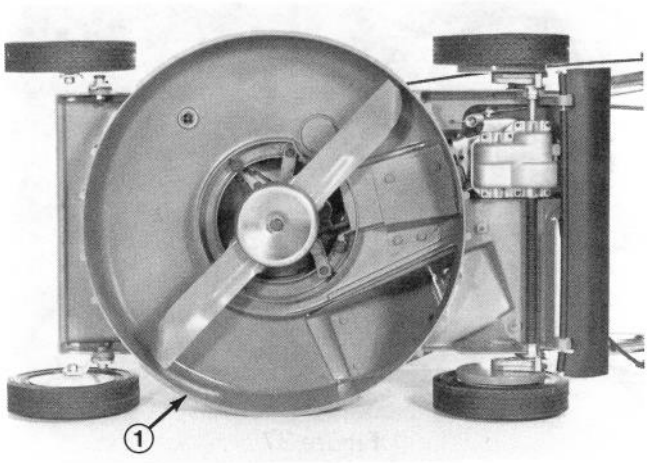

Figure 33
2. Tip mower on its right side (Fig. 33). Remove grass clippings and dirt by spraying with a garden hose and scraping with a wooden scraper.